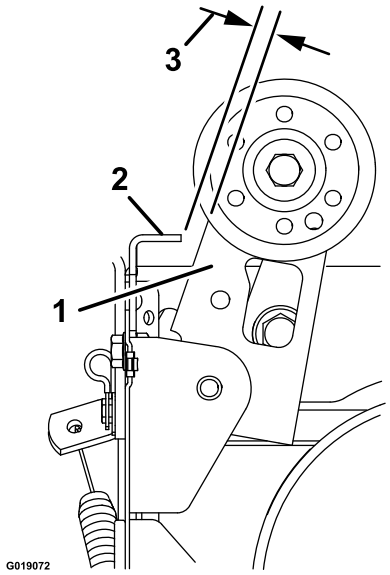

Figur 36
3. Juster spændemøtrikken, indtil afstanden mellem kostens koblingsenhed og tappen er 3,2 mm (Figur 36).